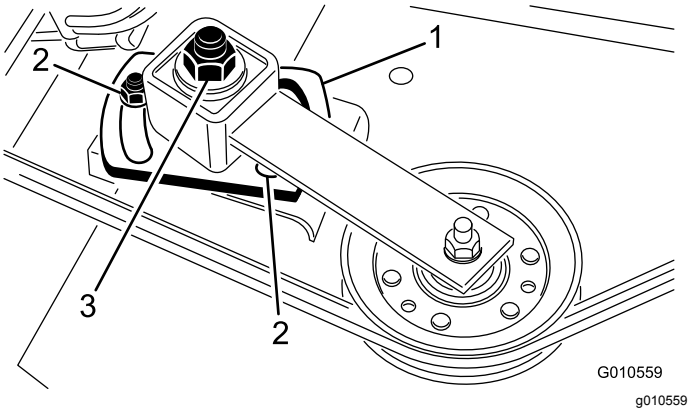

Figura 4
2. Allentate i 2 dadi che fissano la piastra intermedia, in modo da rilasciare la tensione della puleggia tendicinghia contro la cinghia (Figura 4).
3. Togliete la cinghia dalla puleggia destra del mandrino (Figura 4).